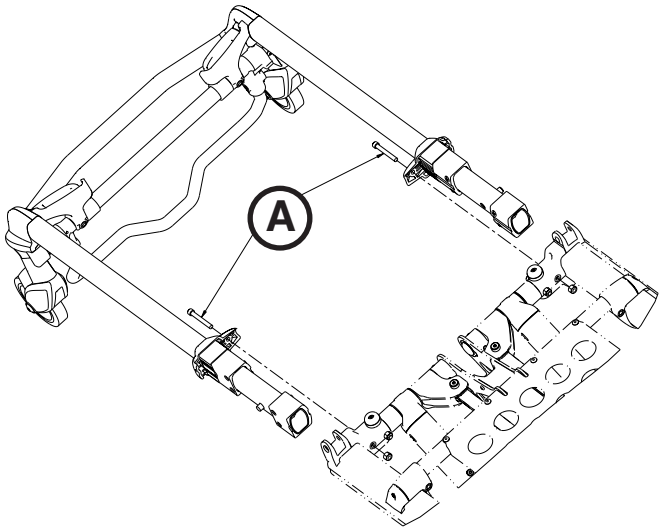

Figure 73
2. Using a 7/16” combination wrench and a 3/16” hex wrench, remove the two screws (A) that secure the cap bearings to the base litter interface bracket (one on each side) (Figure 73).